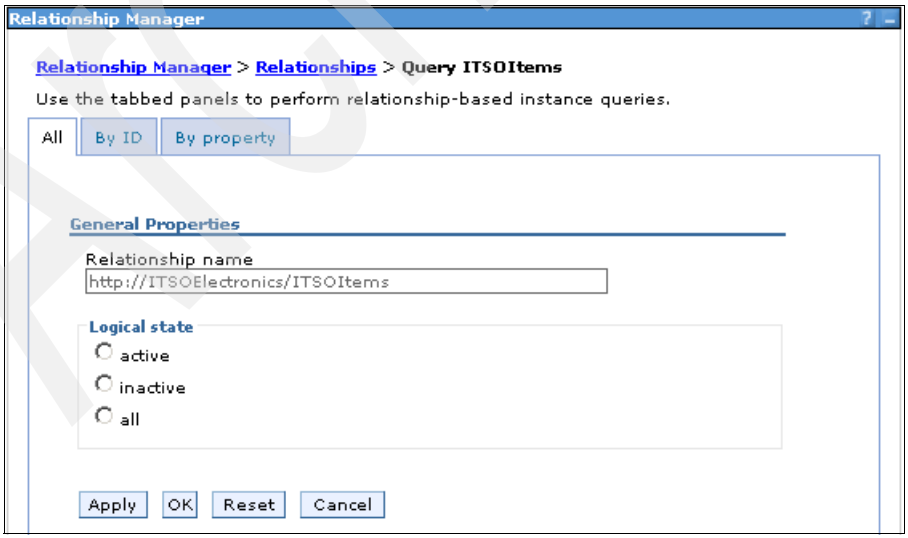

Figure C-9 The Query ITSOItems page
7. In the Query ITSOItems page (Figure C-9), we can select the relationship instances that we want to work with. We look at all of them, so click **OK** for now.